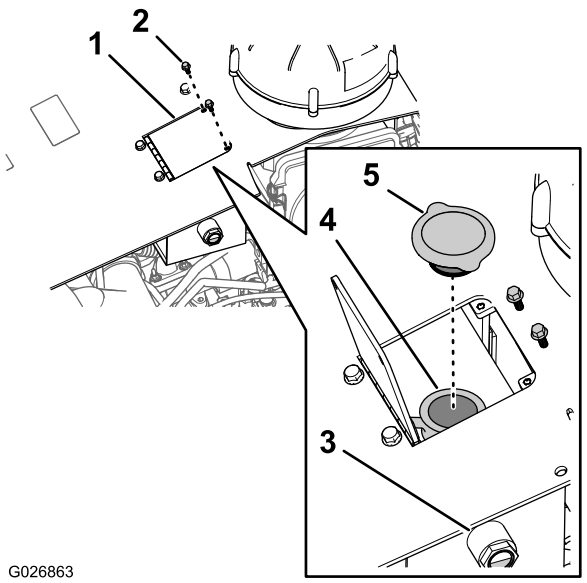
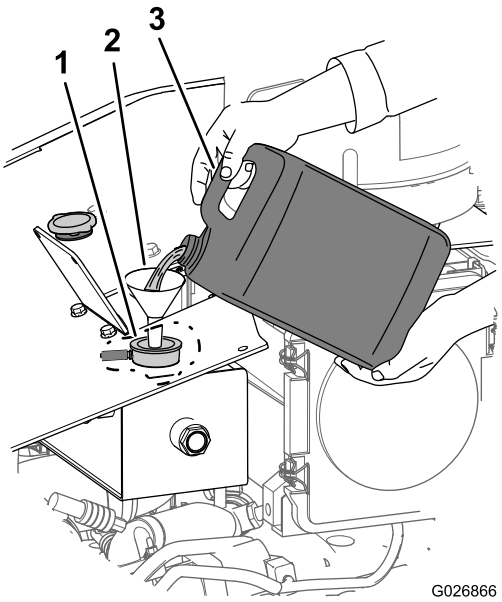

Figura 97
Figura 104
4. Verifique o nível de líquido de arrefecimento pelo visor de nível na lateral do tanque de equilíbrio de pressão (Figura 97).
A. Remova os 2 parafusos sextavados de fixação da porta do reservatório ao capô da máquina, e abra a porta do reservatório (Figura 97).
B. Remova a tampa do reservatório de recuperação e adicione líquido de arrefecimento até o nível atingir o ponto intermediário do visor de nível (Figura 97).
2. Remova os 2 parafusos sextavados de fixação da porta do reservatório ao capô, e abra a porta (Figura 97).
3. Remova a tampa do tanque de recuperação (Figura 97).
1. Remova a tampa do radiador do tanque de recuperação (Figura 97).
2. Encha o sistema de arrefecimento com a mistura de arrefecimento especificada (Figura 104) até que o nível de fluido esteja até ao ponto intermediário no visor de nível (Figura 97).
3. Instale a tampa do tanque de recuperação (Figura 97).